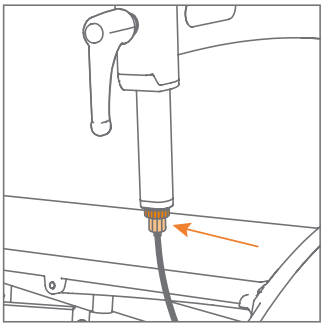

Abbildung 57: Detail der Bremsjustierung über die Justierschraube, direkt unter dem Verriegelungsring.
b. Lösen Sie zuerst den Sicherungsring (ziehen Sie das Kabel nach unten, um es einfacher zu machen). Dies gibt Ihnen die Möglichkeit, die Justierschraube darunter festzuziehen oder zu lösen **(Abbildung 57)**.
Der Rollz Motion hat Vollgummireifen aus PU und EVA-Schaum, während der Rollz Motion Performance vier Luftreifen hat. Diese Luftreifen werden durch regelmäßiges Überprüfen und ggf. Aufpumpen auf dem richtigen Druck gehalten **(Abbildung 57)**. Die Innenschläuche sind mit einem Schrader-Ventil ausgestattet, auch bekannt als Moped- oder Autoventil.